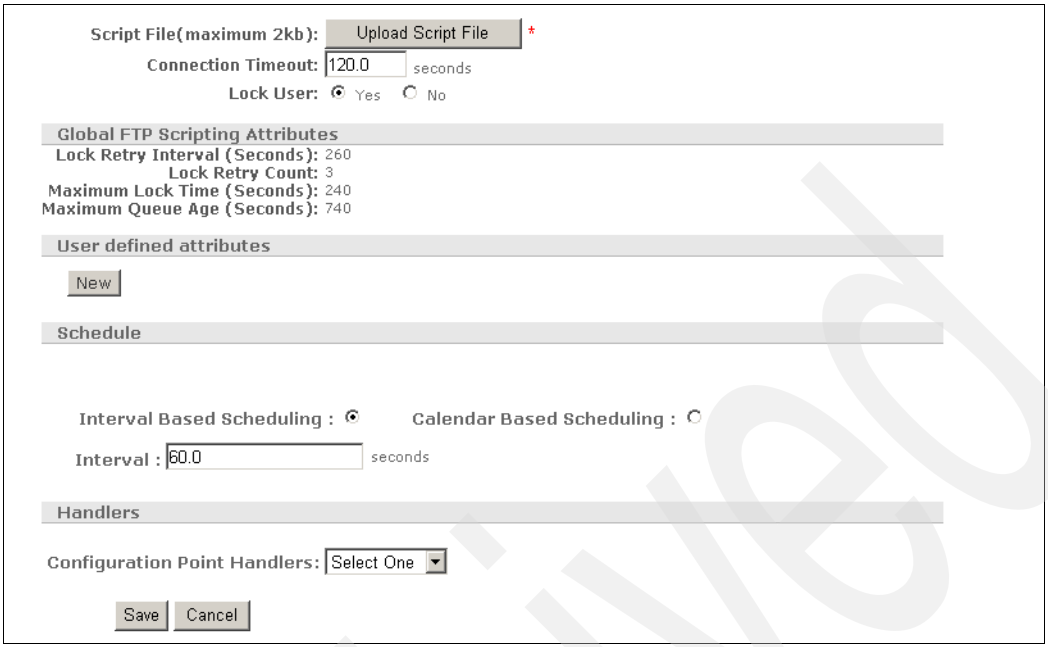

Figure 13-15 Configuring FTP Scripting Target (2 of 2)
9. Lock User attribute locks the user account. This prevents other users from using the same account. Leave the default value selected for this, as shown in Figure 13-15 on page 437.